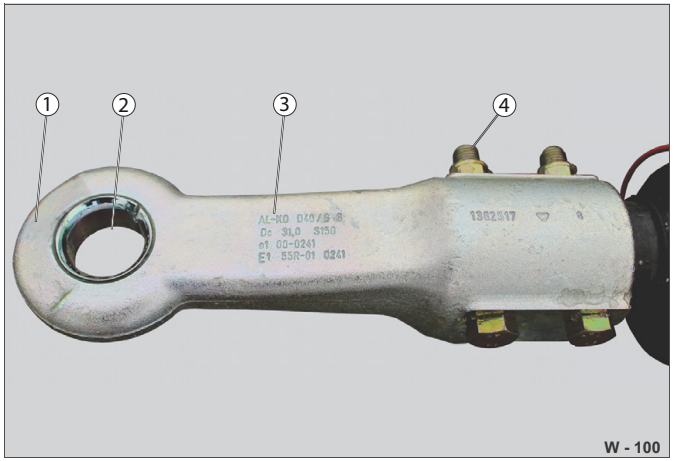

Abb. 52 Oko oje
▶ Vyčistěte opotřebitelné pouzdro (Abb. 52/2) a oko oje čistým a suchým hadříkem.